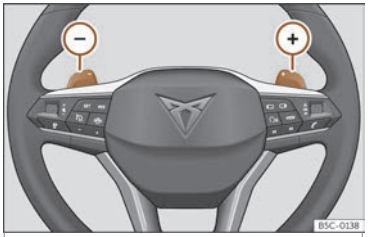

Fig. 146 Volante:pancas para o cambio automático.
- Prema a leva de cambio ⊕ para inserir unha marcha superior››› **fig. 146**.